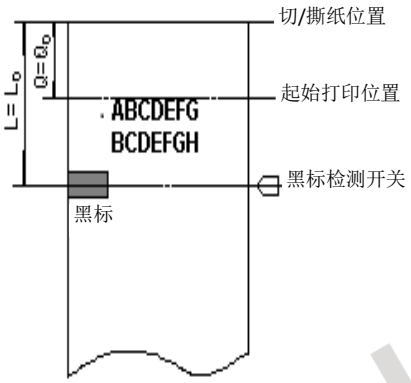

图 1
1. 当切/撕纸位置到黑标印刷位置的距离 L 与打印机构的固有机械值 L_0 相同，而且切/撕纸位置到起始打印位置的距离 Q 与打印机构固定的机械值 Q_0 相同时(如图 1 所示)，即用 **GS** （ **F** 命令所设置的偏移量均为 0。